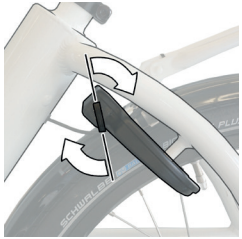

Abbildung 28 : Drehen Sie den Schlüssel um 20 bis 30 Grad im Uhrzeigersinn.
2. Drehen Sie den Schlüssel **54** 20 bis 30 Grad im Uhrzeigersinn (keine volle Umdrehung) und halten Sie ihn in dieser Position (siehe Abbildung 28).